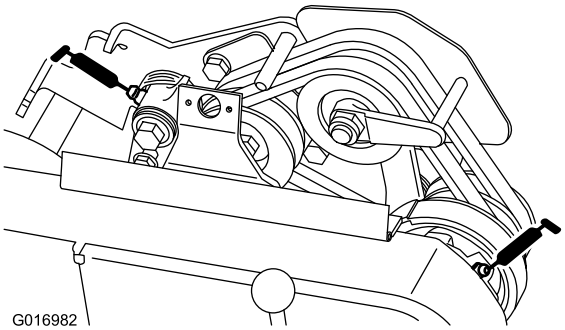

**Figur 20**
- 2 på styreremskivernes drejetapper (Figur 20).